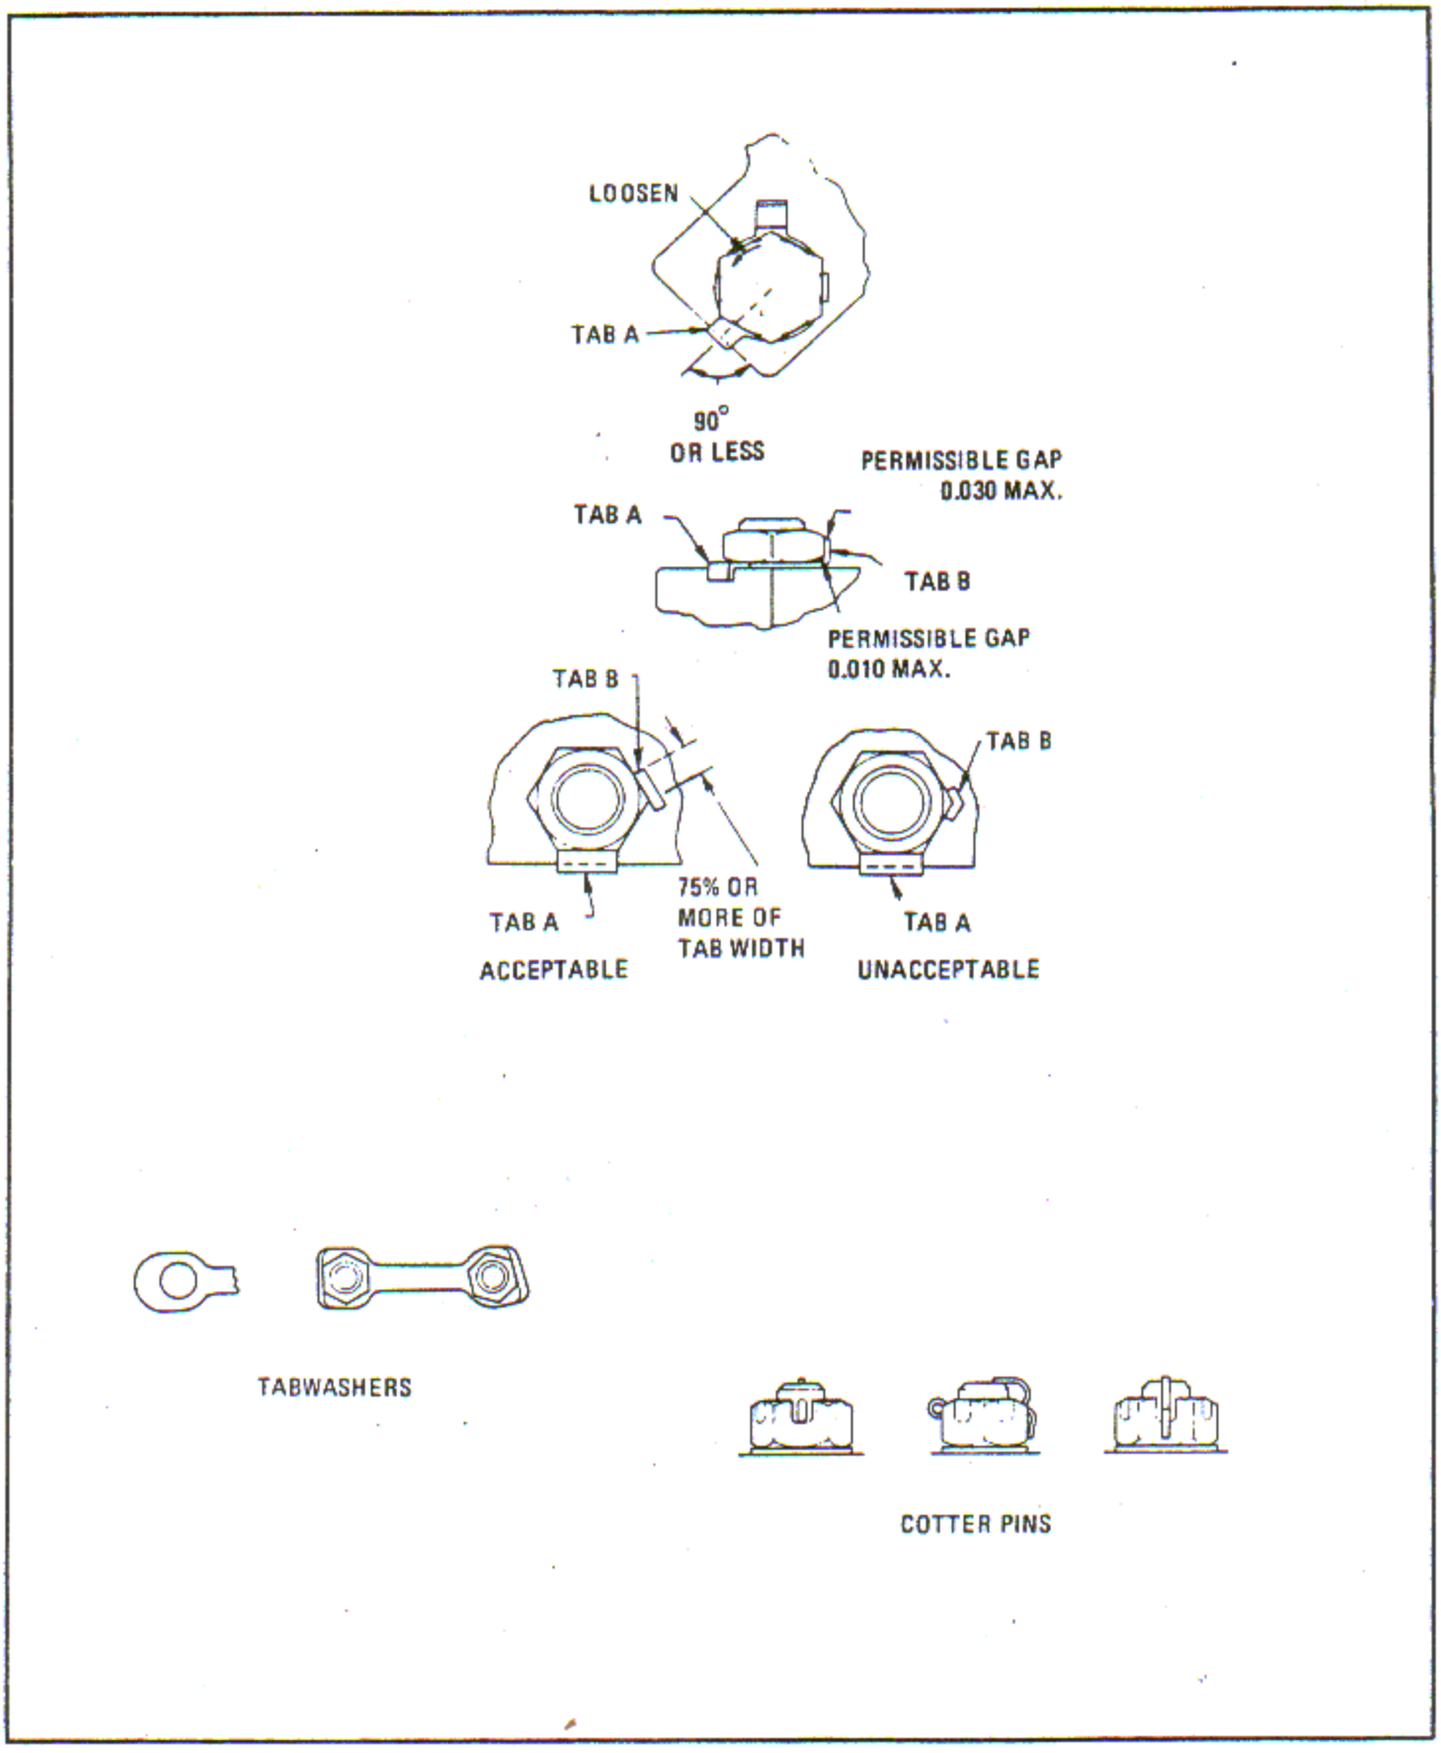

Figure 7-3. Tabwasher and Cotter Pin Applications
a. New tab washers must be used on each new installation. When using single hole tab washers, the tab which is bent down against the stationary part, tab A, should be positioned at an angle of 90 degrees or less on the side. See figure 7-3.
b. Bend the remaining tab B, up across the bottom of only one face of the hex until it is against the face. The last two views of figure 7-3, show acceptable and unacceptable bends.
g. The installation of 180 degree elliptical tab washers are to be accomplished by bending up across one whole face of the hex head. See figure 7-3.
a. Use new cotter pins at all times. Insert cotter pins with the plane of the eye parallel to the axis of the bolt or stud. See figure 7-3.